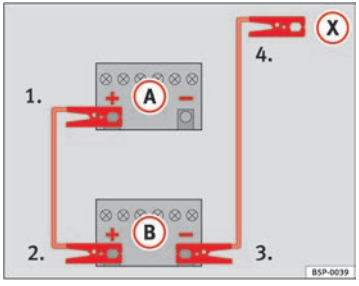

Fig. 150 Esquema de conexión de los cables de emergencia
En la ⇒ fig. 150 (A) representa a la batería sin carga y (B) a la batería con carga.
1. Emborne un extremo del cable de emergencia rojo al polo positivo ⇒ fig. 150 (+) del vehículo con la batería descargada ⇒ ⚠.
4. Emborne el otro extremo del cable negro de emergencia (X) a una pieza de metal maciza unida al bloque motor o al mismo bloque motor del vehículo con la batería descargada, lo más alejado posible de la batería ⇒ ⚠. En vehículos con batería bajo la rueda de recambio el cable negro de emergencia se conectará directamente a cualquier pieza de metal macizo en el maletero. En ningún caso conectar directamente al borne negativo de la batería.